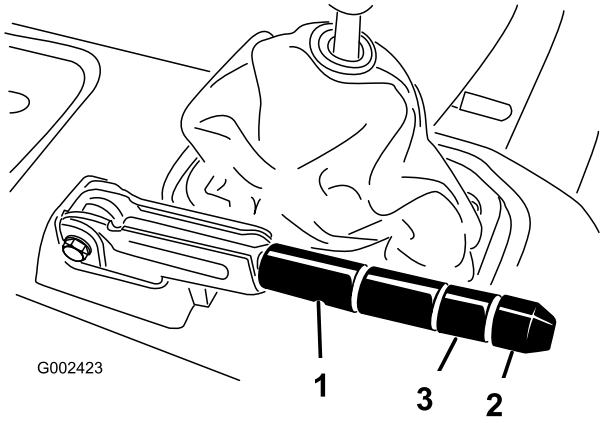

Figur 75
2. Løsn sætskruen, der fastgør knappen på parkeringsbremsehåndtaget (Figur 75).